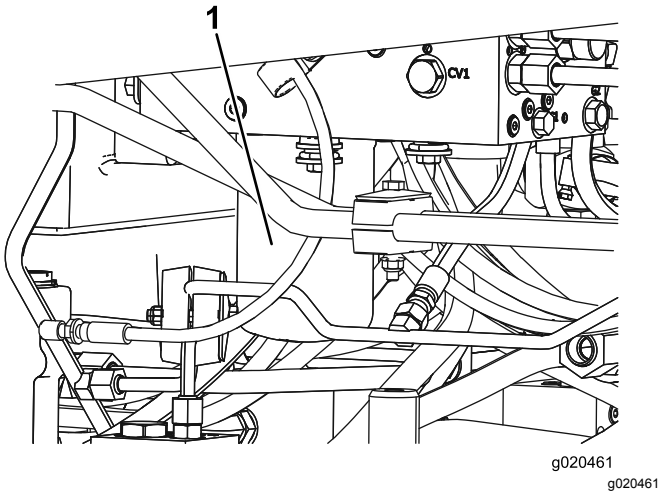

Figur 101
5. Gentag proceduren på det andet filter (Figur 101).